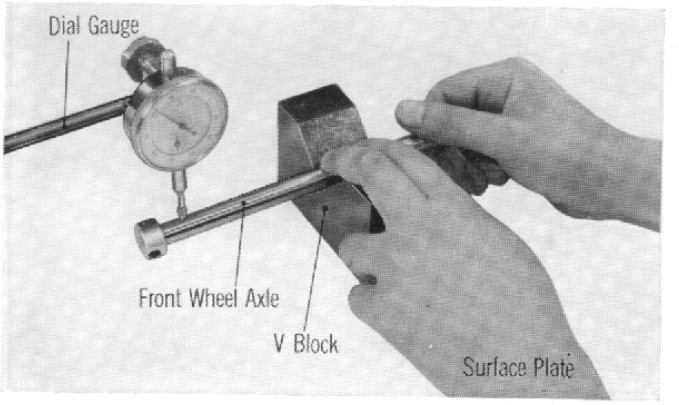

Fig. 87
(3) Check the rear axle diameter for wear and bend in the same manner as the front axle shaft. (Fig. 87)